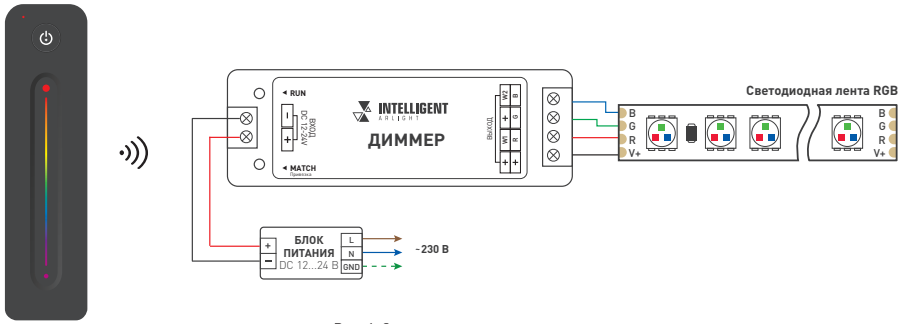

Рис. 1. Схема подключения диммера
3.2. Подключите контроллер согласно схеме на рис. 1.